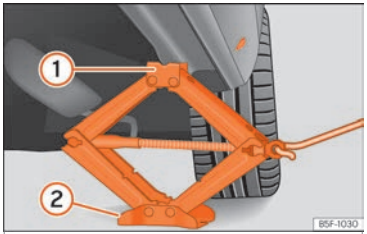

Fig. 39 Cross member: positioning the jack on the vehicle.
- Turn the jack* crank handle, located below the strut support point, to raise it until the tab ① ››› **Fig. 39** is below the housing provided.
- Align the jack* so that tab ① "grips" onto the housing provided on the strut and the mobile base ② is resting on the ground. The base plate ② should fall vertically with respect to the support point ①.